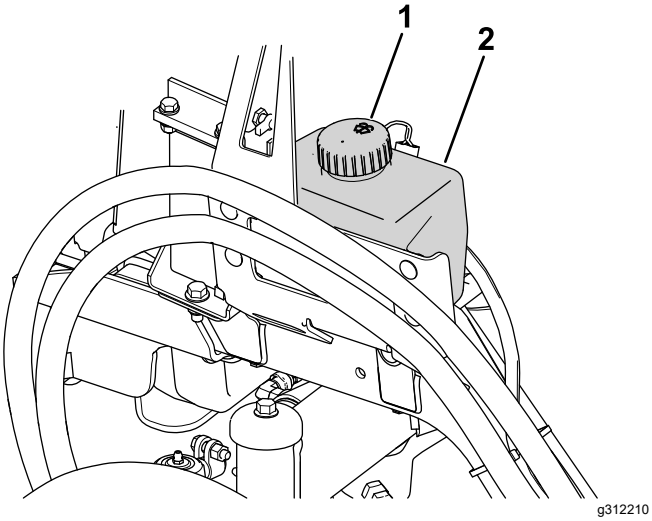

Bild 86
1. Entfernen Sie den Deckel (Bild 86) vom Flüssigkeitsbehälter.